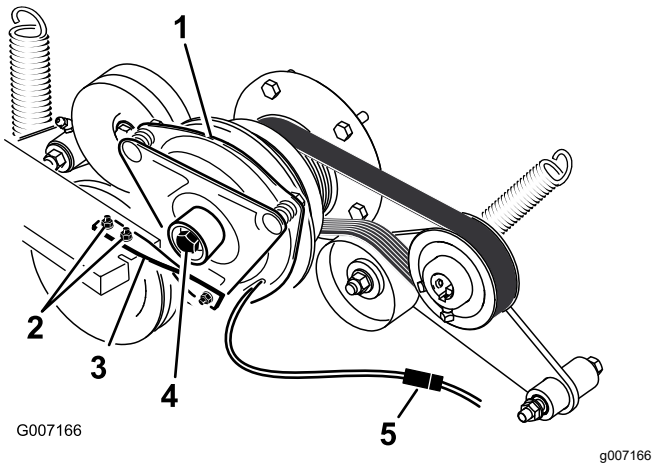

Figur 81
6. Koppla ur kopplingens elektriska kontakt (Figur 81).
7. Lossa de två skruvarna som fäster gummikopplingsremmen på klipparramen (Figur 81).
8. Lossa centrumbulten som fäster kopplingen vid motoraxeln och ta bort kopplingen och nyckeln (Figur 81).
15. Håll i vevaxeln på maskinens baksida, fäst centrumbulten och dra åt den till 68 Nm (Figur 81).
16. Montera gummikopplingsremmen på klipparens ram med de två bultar och muttrar som du tog bort tidigare (Figur 81).
18. Koppla in kopplingens elektriska kontakt (Figur 81).